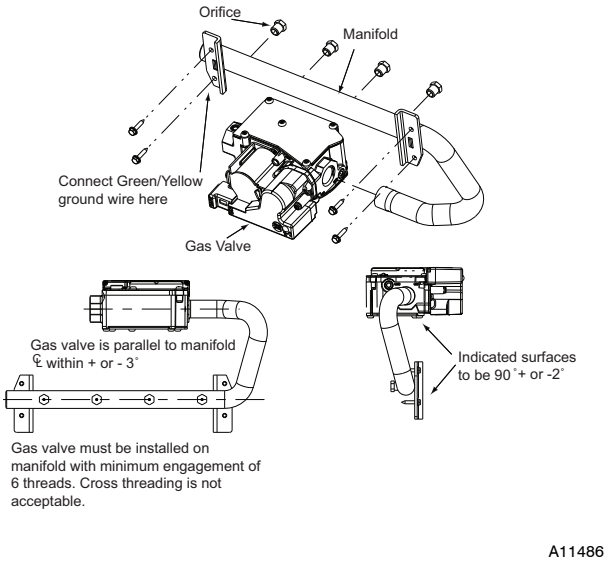

**Fig. 2 - Modulating Gas Valve with Orifices**
4. Note the location of the green/yellow wire ground wire for re-assembly later. See Fig. 2.